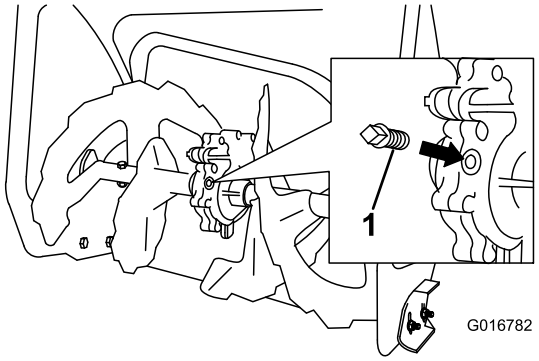

**Figur 47**
2. Rengör området runt rörpluggen (Figur 47).